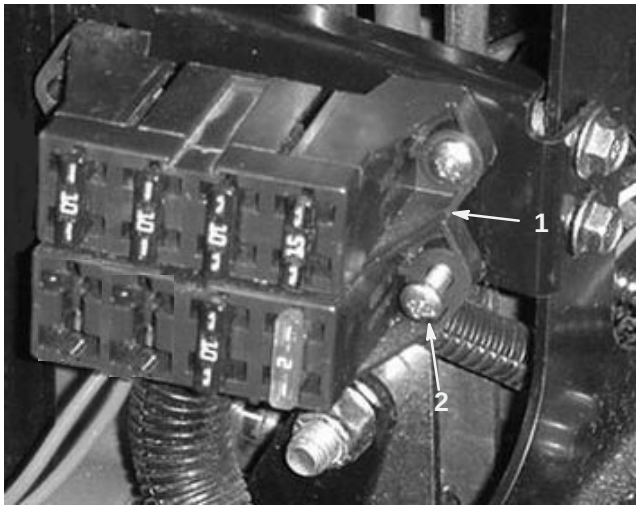

Figure 1
2. Remove the bolt and nut securing the lower right corner of the fuse block to the frame (Fig. 1).